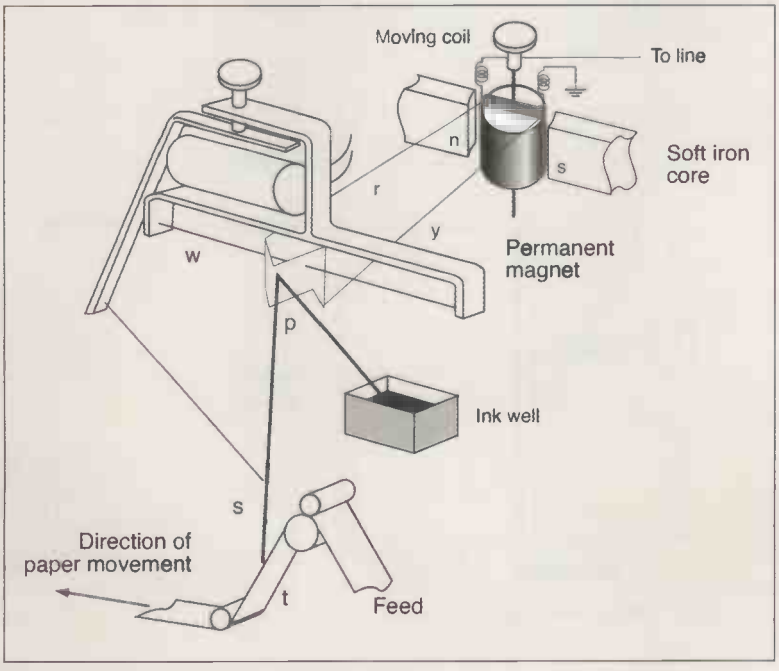

Figure 2:
The principle drive behind the diode valve was the rectification of alternating currents, (AC), into direct currents, (DC), which could then drive the cable recording instruments of the day, in particular Lord Kelvin's Syphon Recorder, shown in **Figure 2.**